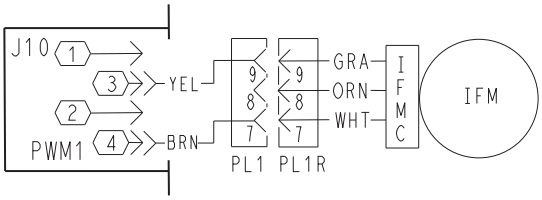

**Fig. 8 — Supply Fan Control Wiring Diagram**
8. Check for proper motor control voltage signal of 9.7 vdc to 10.3 vdc IFM on Unit Control Board (UCB) (see Fig. 8).